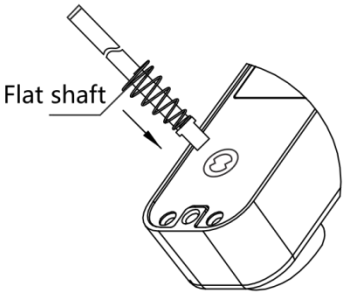

FIG7D
3)Insert one end of the flat shaft with a locking spring into the circular hole of the front panel lock(as Fig 7D)